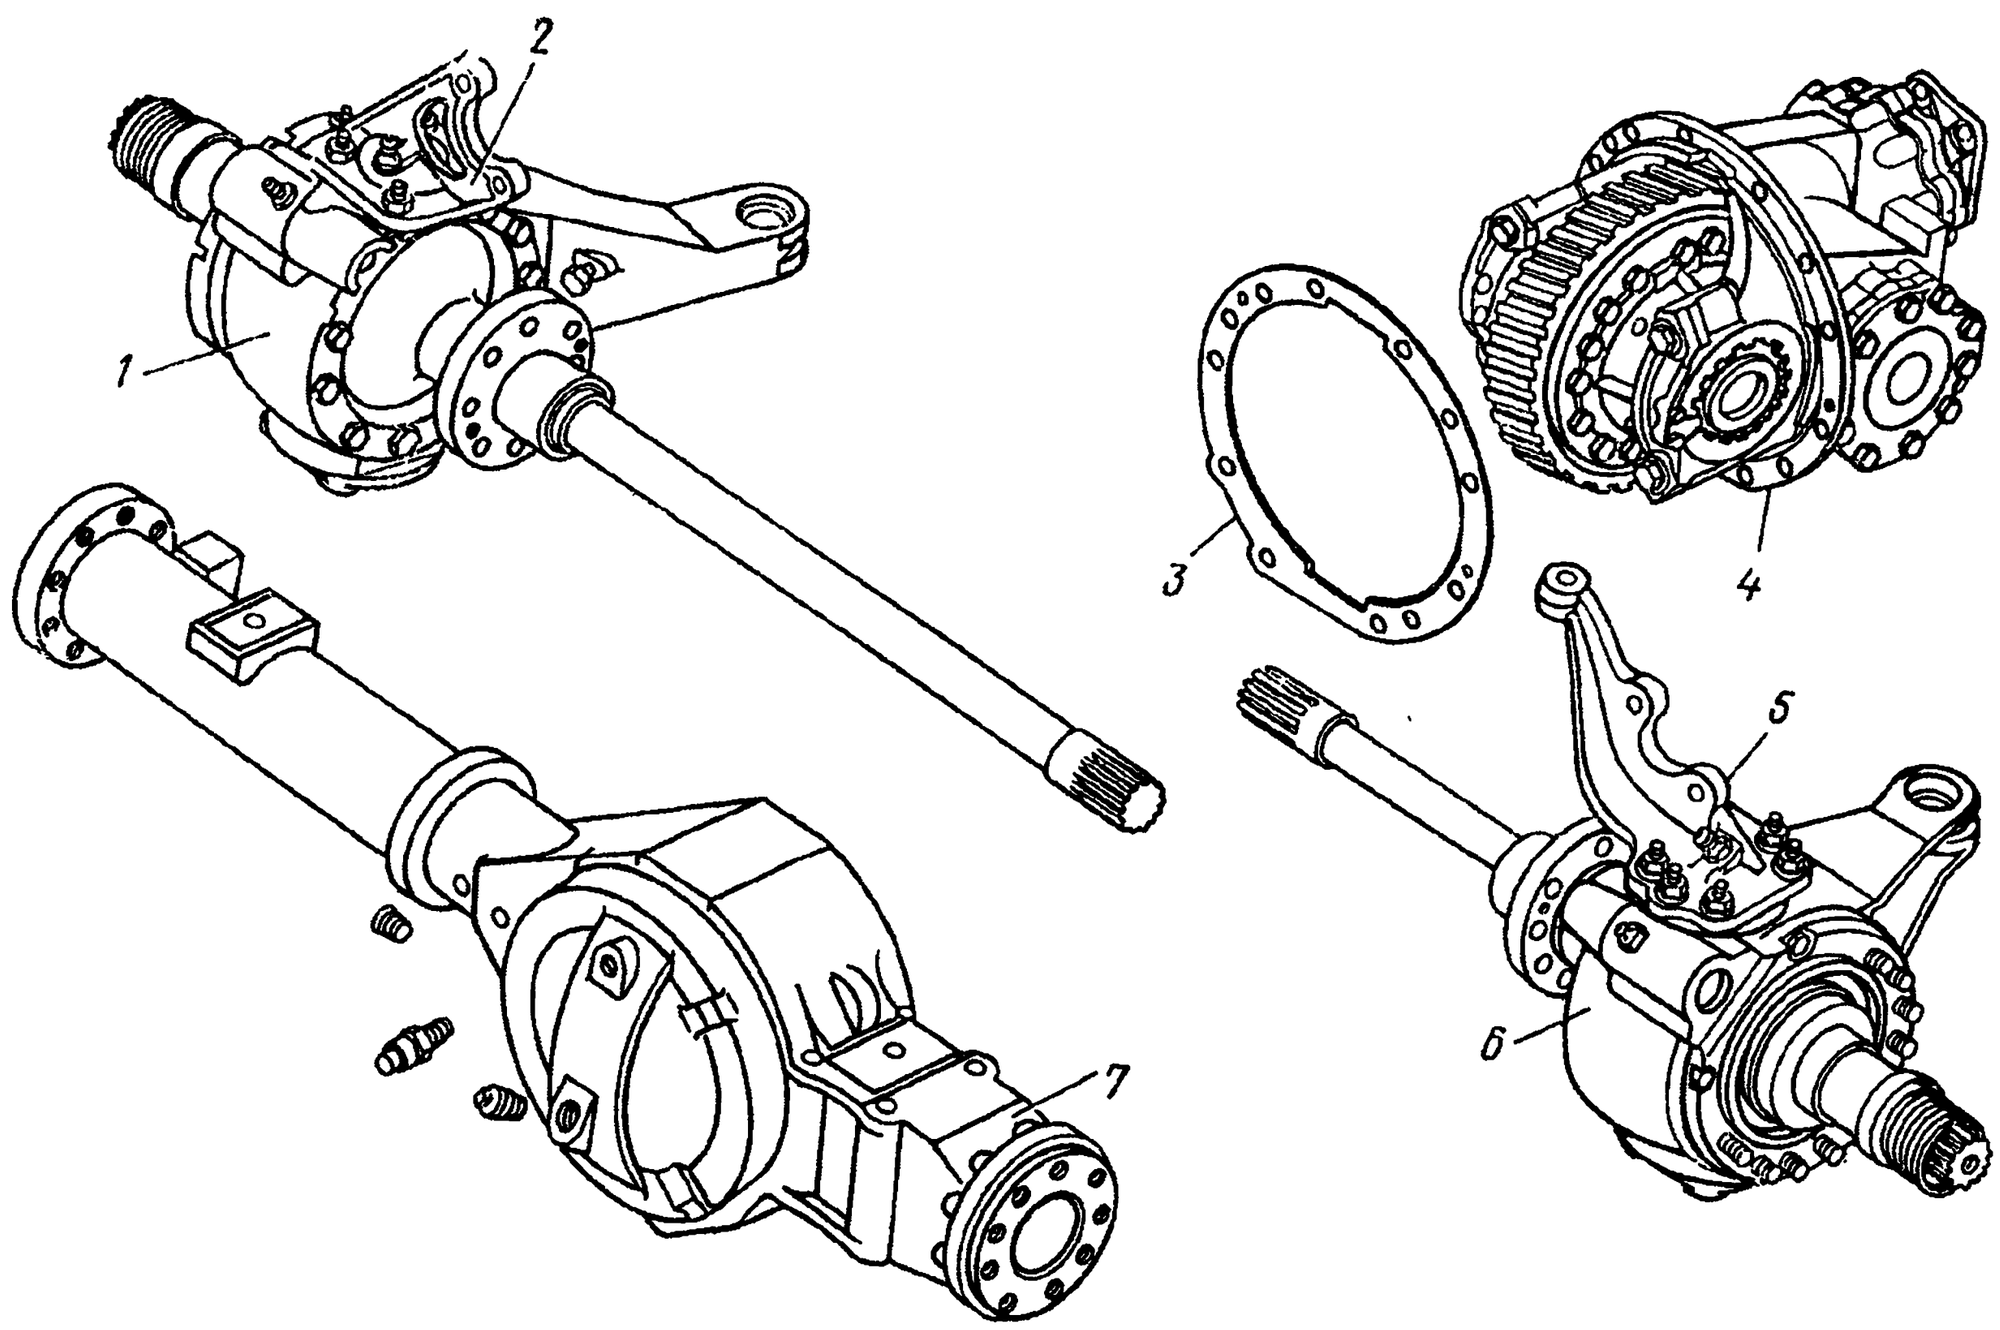

Рис. 202. Мост передний:
11 Выпрессуйте поворотный кулак из картера моста *7* (рис. 202), ввертев технологические болты, и установите его на стенд. Эту операцию должны выполнять два человека	Технологические болты М18×1,5-6g (2 шт.)
Примечание. При разборке левого поворотного кулака снимите рычаг *5* (см. рис. 202) поворотного кулака к тяге сошки рулевого управления.
29. Снимите главную передачу *4* (см. рис. 202) с прокладкой *3* в сборе. Эту операцию должны выполнять два человека	—